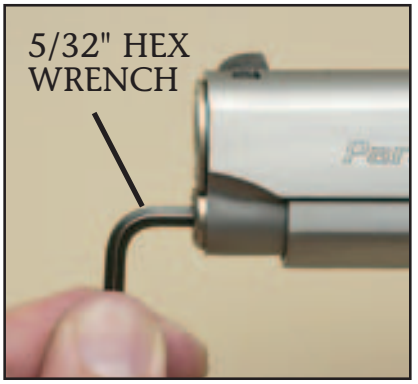

Figure 18
STEP 2. Using the 5/32" hex wrench which has been provided, unscrew and remove the front section of the two-piece recoil spring guide (***Figure 18***).